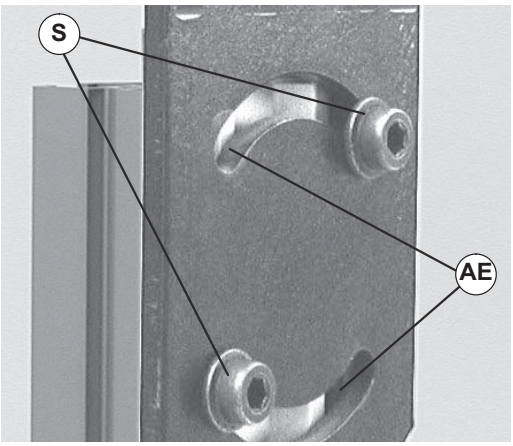

Figure 23
To rotate stand top plate, screws (Figure 23, item S) may need to be re-located to other t–slots (AE).
1. Loosen flange socket screws (Figure 23, item S) on both sides of stand.
Failure to secure screws (Figure 23, item S) may cause conveyor sections to drop down, causing severe injury.
3. Secure flange socket screws (Figure 23, item S) to 24 ft-lb (18 Nm).